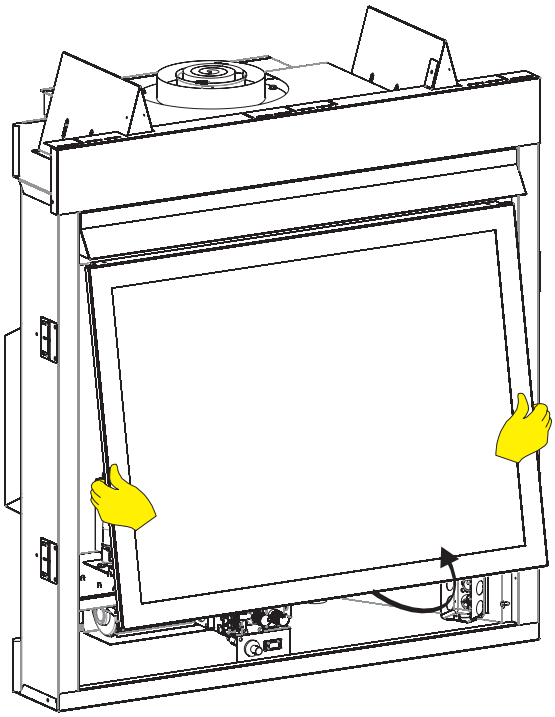

**Figure 83**
5. Move your hands to the sides of the glass frame and lift it up and away from the fireplace. **See Figure 83.**